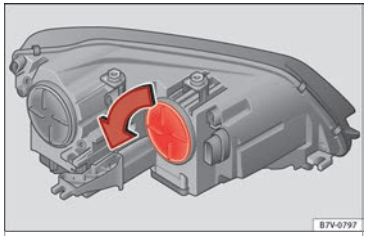

Bild 108 I motorrummet: skydd på blinker.
2.	Rotera skyddet »» bild 108 i pilens riktning och ta av det.
7.	Vrid skyddet »» bild 108 i motsatt riktning mot pilen, så långt det går.